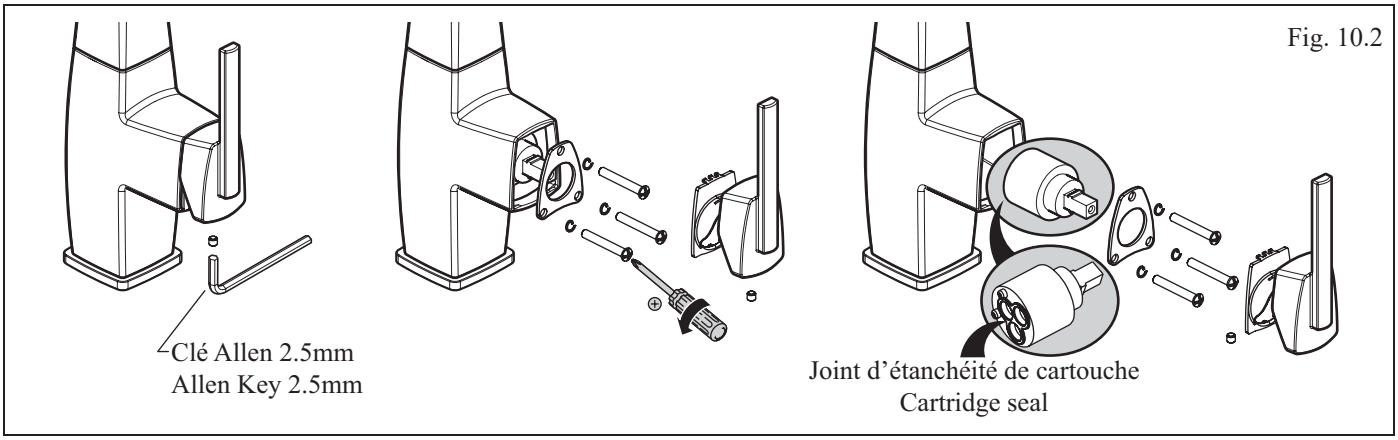

Fig. 10.2
- Nettoyer le joint d'étanchéité de la cartouche ou changer la **cartouche** si elle est endommagée (fig 10.2).
- Clean the cartridge seal or replace the **cartridge** if damaged (fig 10.2).